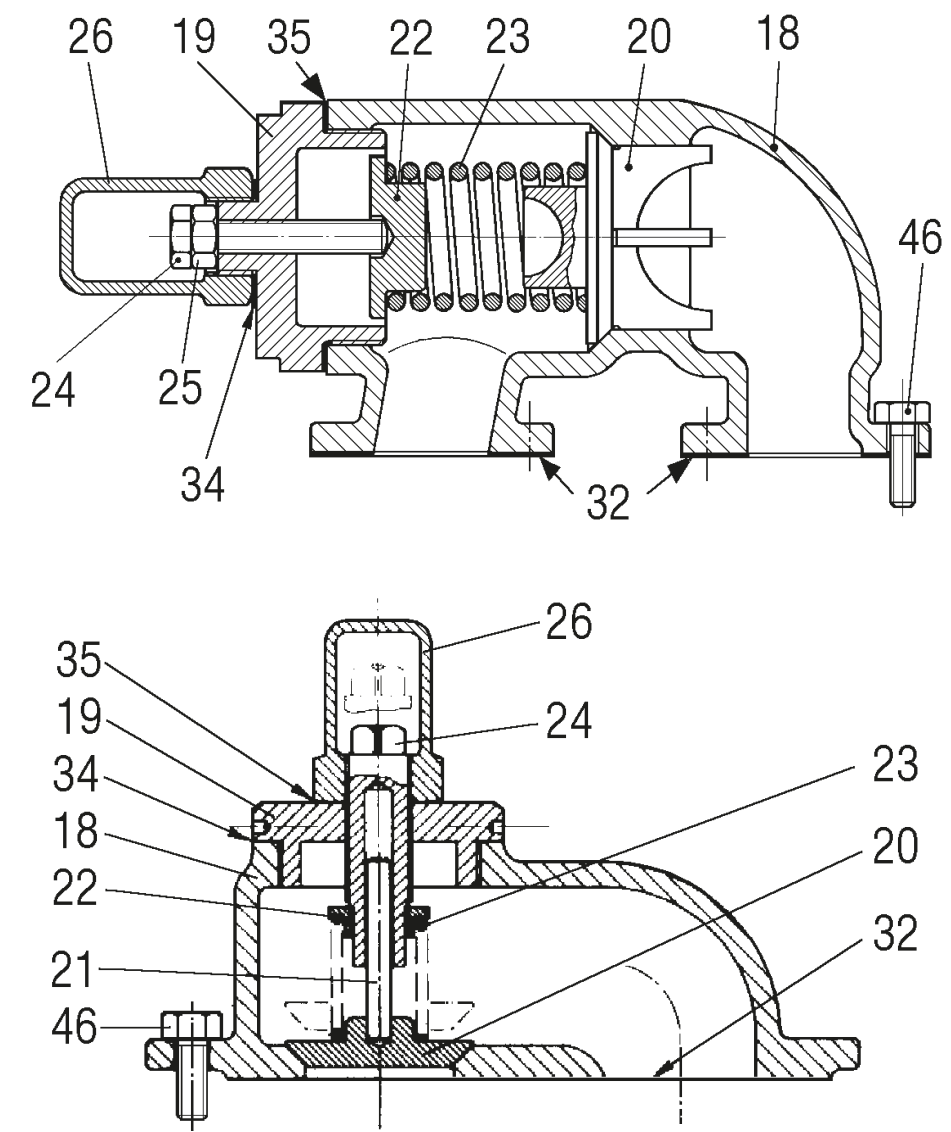

Abb. 11
10.5 Einstellung des Sicherheitsventils (Bypass) (Abb. 11).
- ☐ Falls die Pumpe mit einem auf der Abdeckung montierten Sicherheitsventil ausgestattet ist (siehe Abb. 11), so muss es nicht entfernt werden. Falls auch das Ventil gewartet werden muss, die Schrauben (46) lösen, das Ventil entfernen und dabei darauf achten, dass die Dichtung/en (32) nicht beschädigt werden. Anderenfalls müssen sie ersetzt werden.